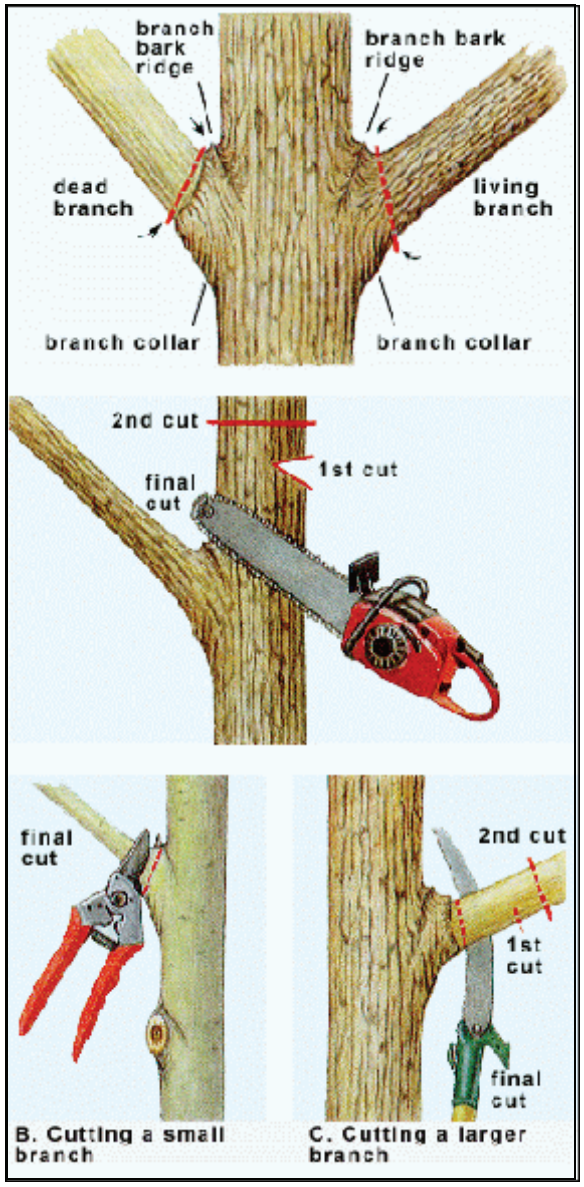

Figure 6. Pruning cuts
1. *Pruning living branches* (Fig. 6)
2. *Pruning dead branches* (Fig. 6)
Proper tools are essential for satisfactory pruning (Fig.6). The choice of which tool to use depends largely on the size of branches to be pruned and the amount of pruning to be done. If possible, test a tool before you buy it to ensure it suits your specific needs. As with most things, higher quality often equates to higher cost.